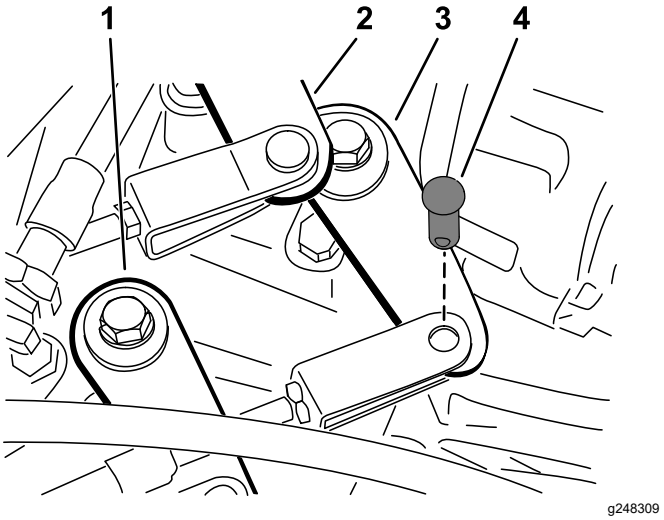

図 45
2. シフトケーブルをトランスアクスルのシフトアームに固定しているクレビスピンを取る図 45。
1. ハイ・ロー切り替えケーブルをトランスアクスルに固定しているクレビスピンを取る図 45。